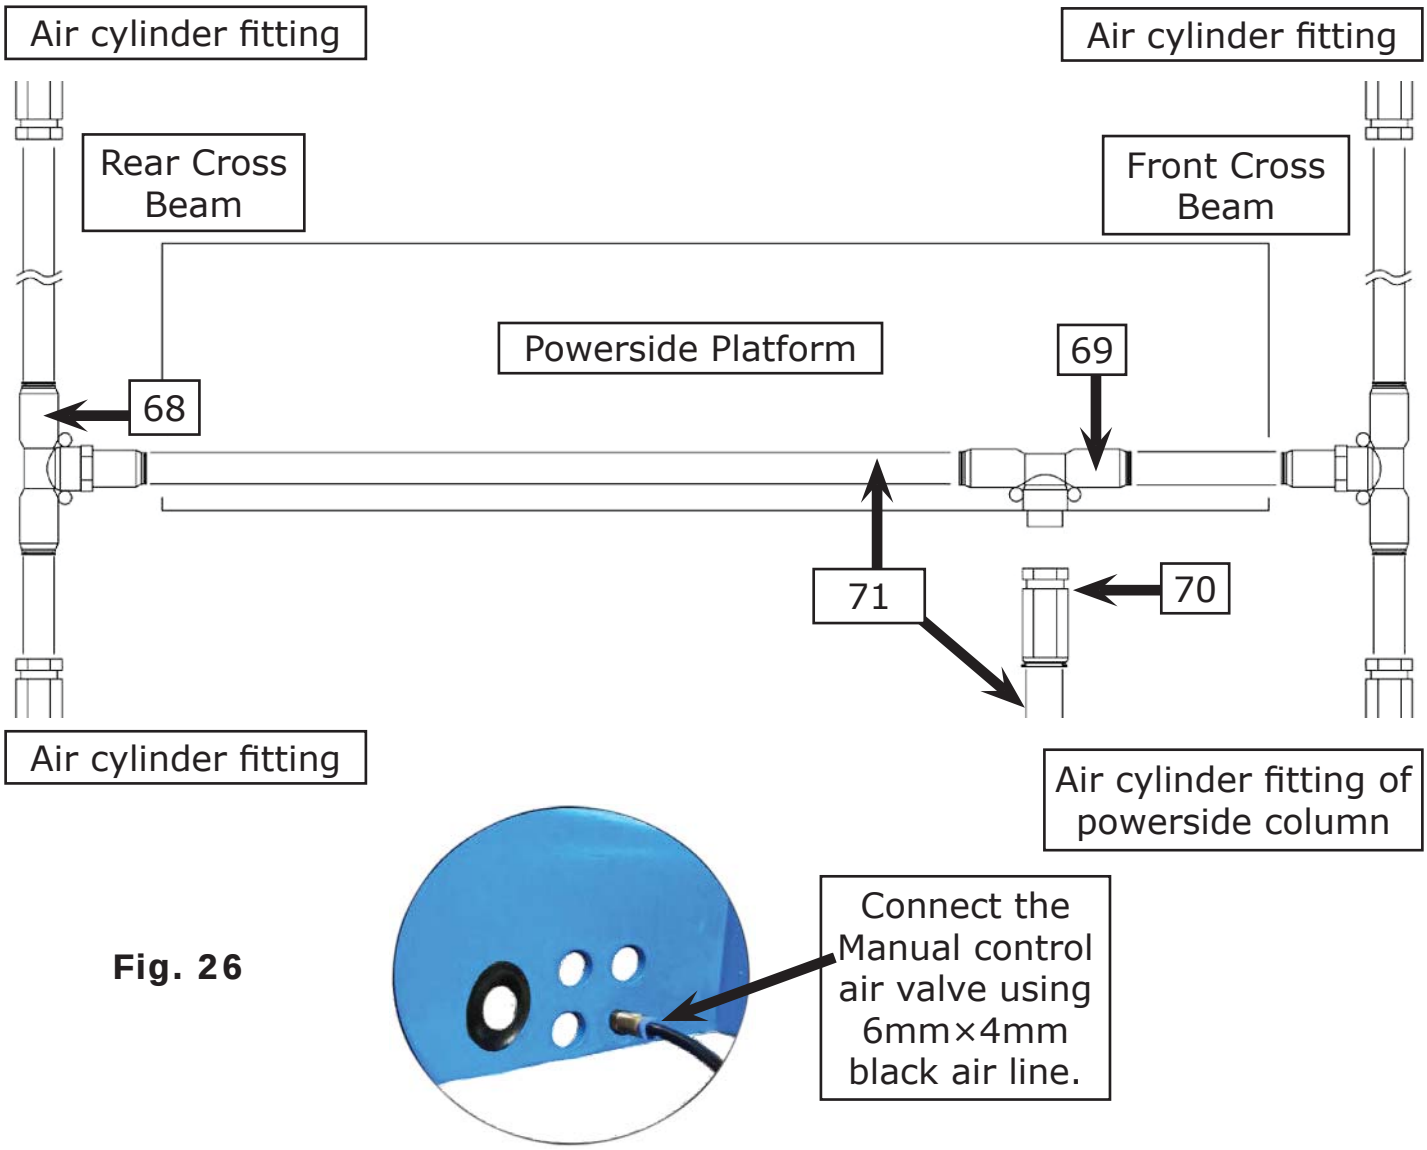

Fig. 26
1. Connect the front and rear Cross Beam air lock cylinders by using 6mm×4mm black air line **(See Fig. 26).**